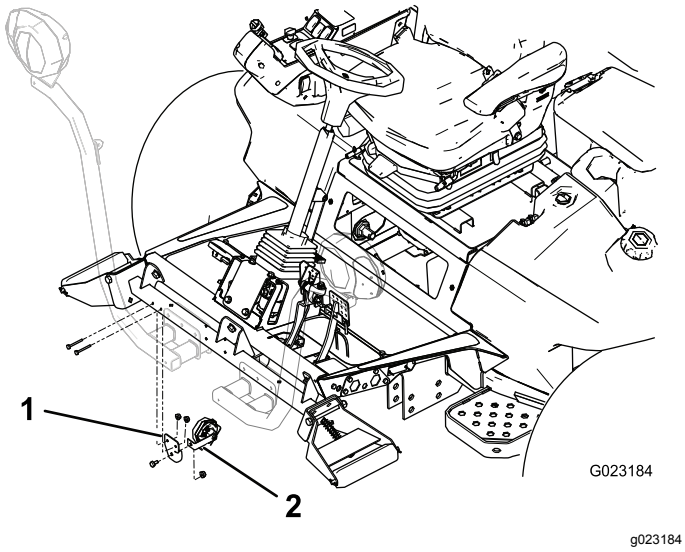

Bild 10
1. Befestigen Sie den Hupenriemen mit einer Schraube (3/8" x 5/8") und einer Bundmutter (3/8") an der Hupenhalterung, wie in Bild 10 abgebildet.
2. Befestigen Sie die Hupenhalterung mit zwei Schrauben (¼" x 2") und Muttern (¼") an der Rückseite des Rollenstützrohrs. Drehen Sie die Hupe so, dass sie nach unten zeigt (Bild 10).